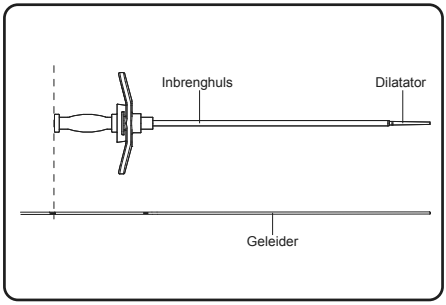

Afbeelding 10. Het aanzetstuk van de dilatatorhuls uitlijnen met de juiste markering op de geleider
5. Houd de geleider bij de incisie op zijn plaats. Plaats de dilatator en inbrenghuls over de geleider en voer ze in het foramen op. De derde meest proximale dieptemarkering op de geleider moet worden uitgelijnd met de bovenkant van de dilatator (**afbeelding 10**). Bevestig met behulp van fluoroscopie (indien beschikbaar) dat de radiopake markering op de inbrenghuls zich tot de helft tot twee derde door de sacrale plaat bevindt.